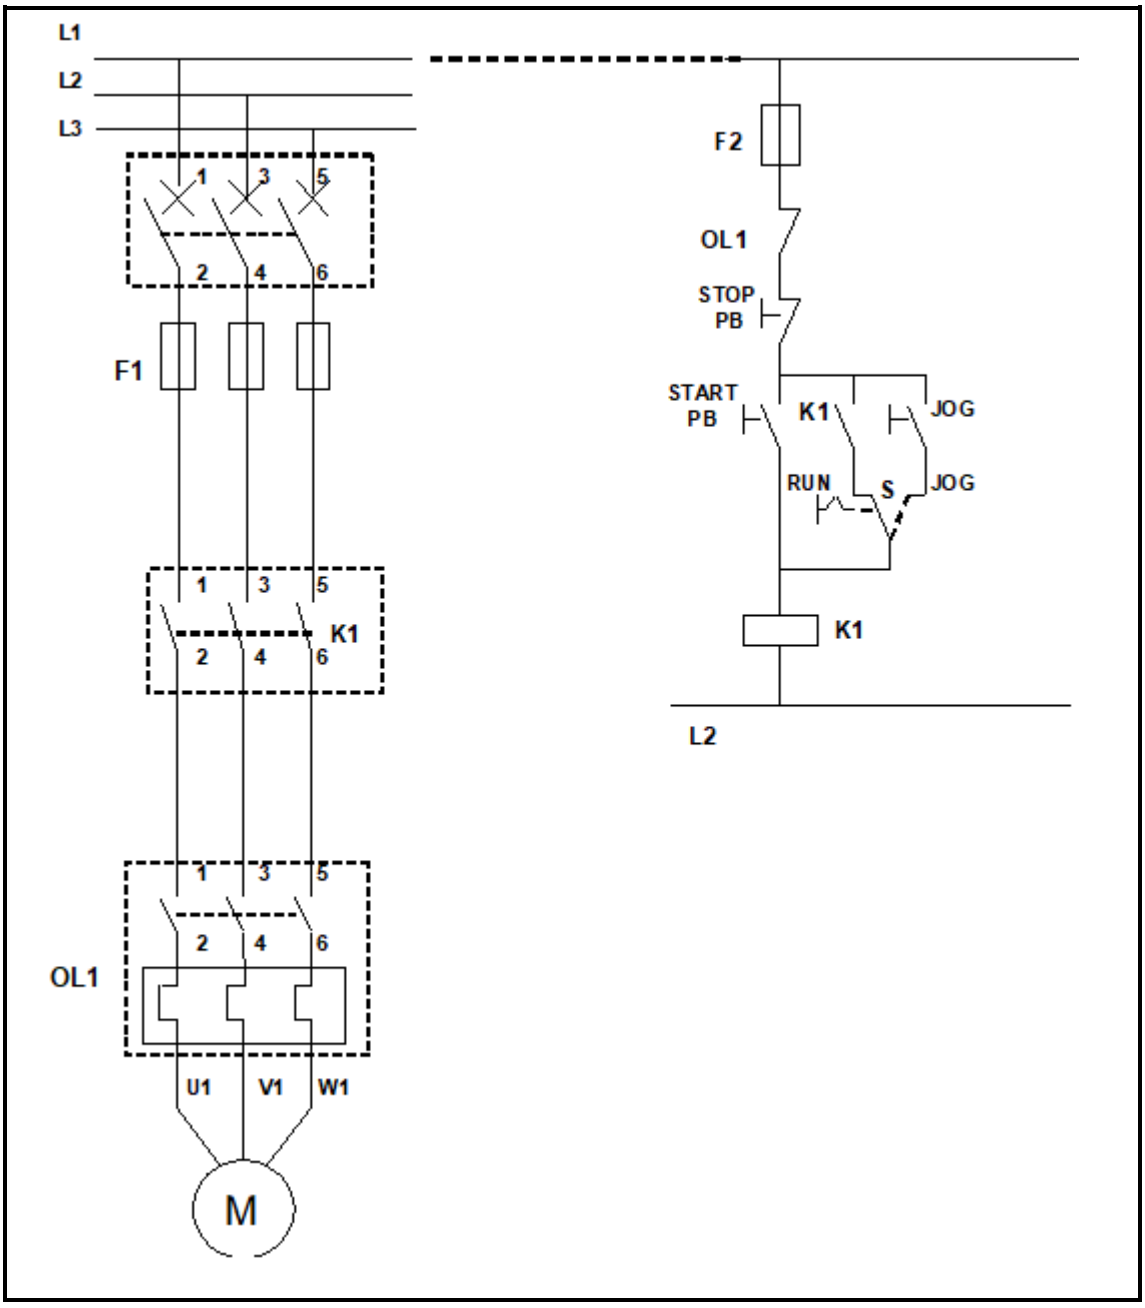

FIGURE 3 (10)
4.2 Convert the hardwired jogging circuit in FIGURE 3 to a PLC control system by using ladder programming.